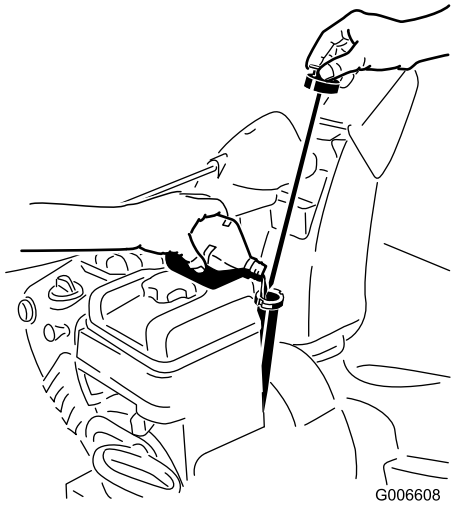

Figur 12
1. Fjern målepinden, og hæld **langsomt** olie i oliepåfyldningsrøret, indtil oliestanden når op til mærket Full (fuld) på målepinden. **Fyld ikke for meget på** (Figur 12).